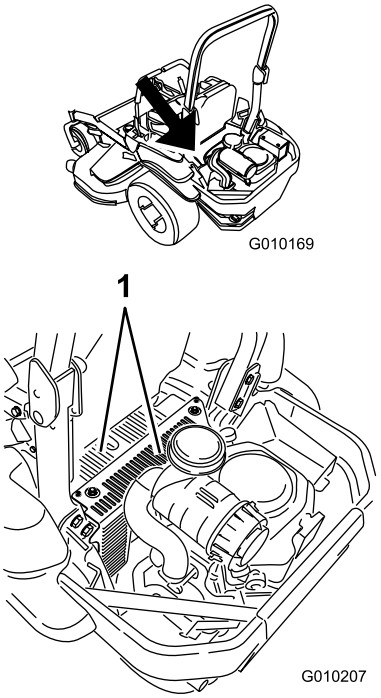

**Figuur 70**
5. Verwijder vuil en gras van de schermen van de hydraulische eenheid (Figuur 70).